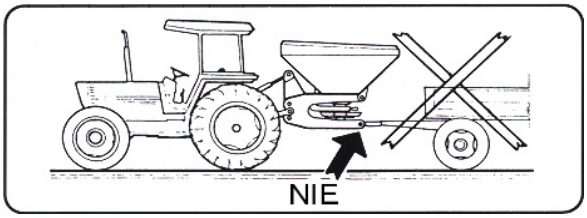

Rys.4
- **zabrania się** doczepiania do maszyny dodatkowych środków transportu – Rys. 4,